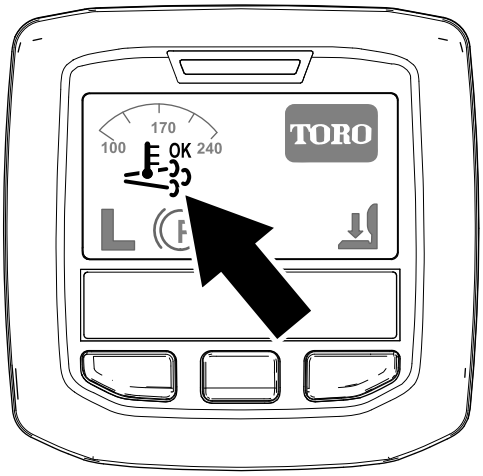

Figur 28
- Symbolen för stöd-/återställningsregenerering visas i InfoCenter (Figur 28).